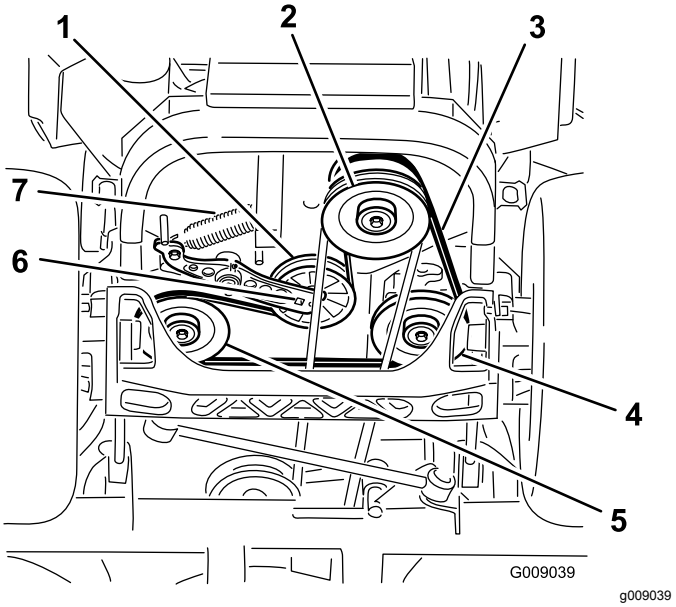

Figuur 86
4. Breng de machine omhoog en ondersteun ze met assteunen (Figuur 86).
5. Gebruik een ratelsleutel in de vierkante opening in de arm van de spanpoelie om de veer te verwijderen (Figuur 86).
6. Haal de veer van de arm van de spanpoelie (Figuur 86).
9. Gebruik een ratelsleutel in de vierkante opening in de arm van de spanpoelie om de veer aan het frame te bevestigen (Figuur 86).